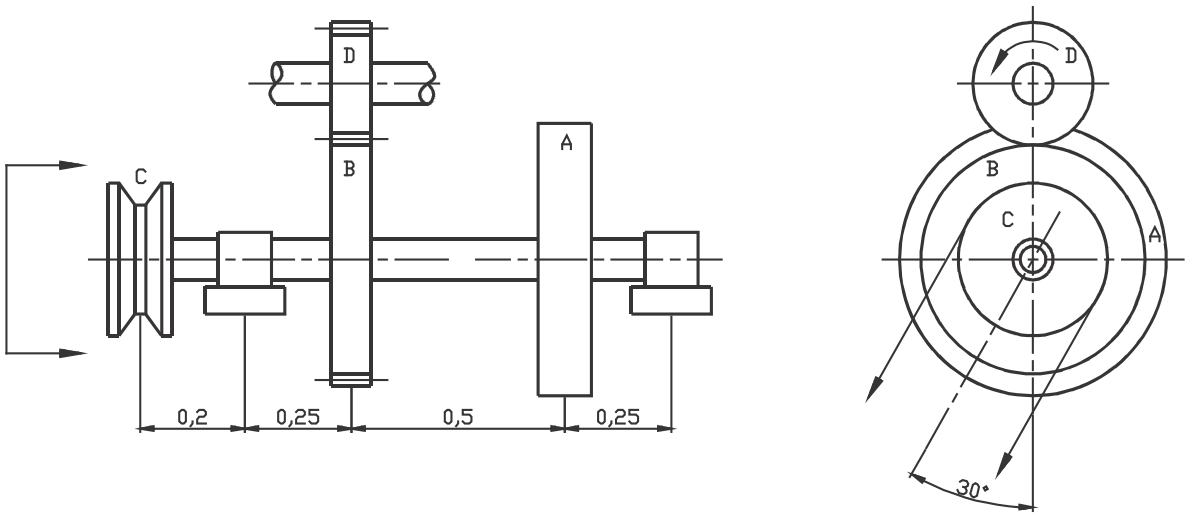

FIGUUR 1
In FIGUUR 1 hier onder, is (A) 'n vliegwiel met 'n massa van 150 kg. (B) is 'n gedrewe rat. (D) is die dryfkleinrat wat 30 kW oorbring vanaf 'n motor wat teen 2 100 r/min draai. Die dryfkleinrat (D) het 'n steeksirkelmiddellyn van 180 mm. Die ratverhouding is 3:1. (C) is 'n waaierkatrol wat op die oorstekende deel van die as gemonteer is, en 'n masjien reg onder hom aandryf. Die steeksirkelmiddellyn van die katrol is 480 mm en T_1/T_2 is 4:1.